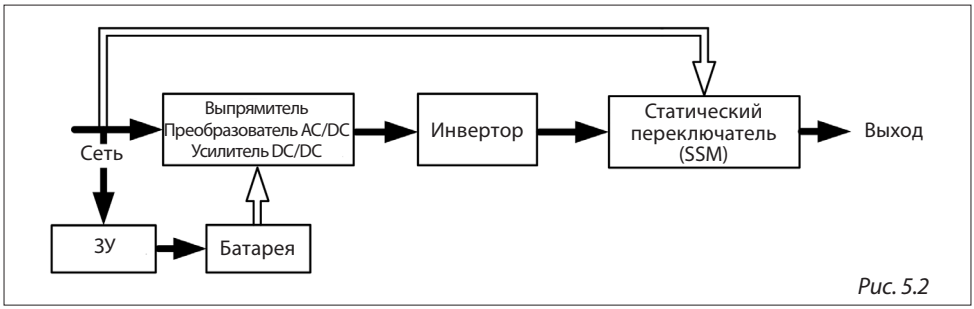

*Рис. 5.2*
2. Когда сеть возвращается в норму, ИБП включает преобразователь AC/DC, выключает преобразователь DC/DC и включает зарядное устройство в режим заряда. То есть ИБП возвращается в режим, схема которого показана на рис. 5.2.
4. При восстановлении напряжения сети ИБП запустится автоматически и перейдет в режим, показанный на рис. 5.2.